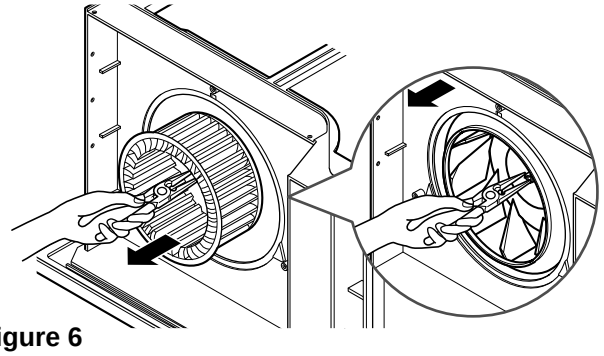

**Figure 6**
6. Remove the blower with plier or your hand without touching blades. (See Fig. 6)